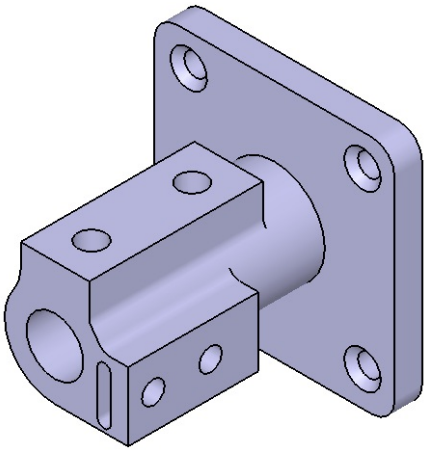
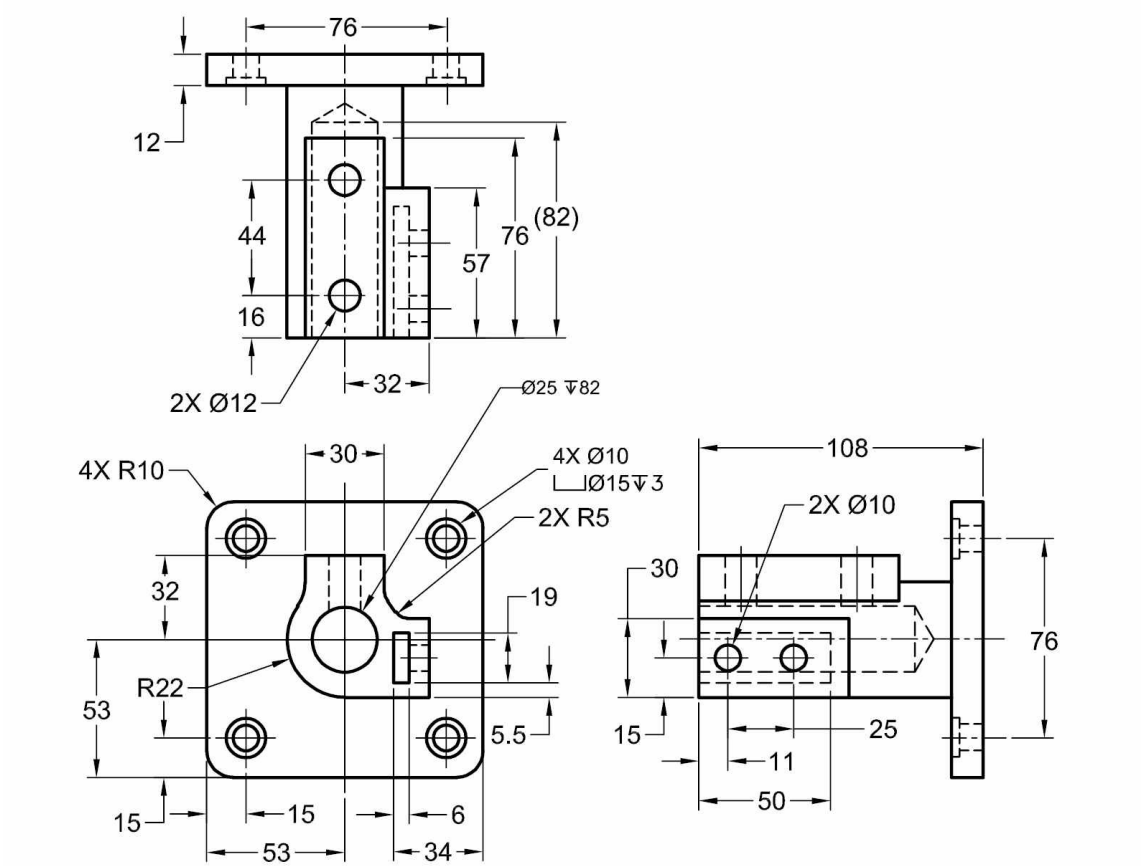
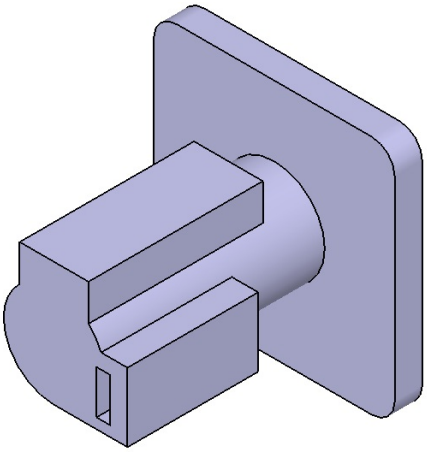
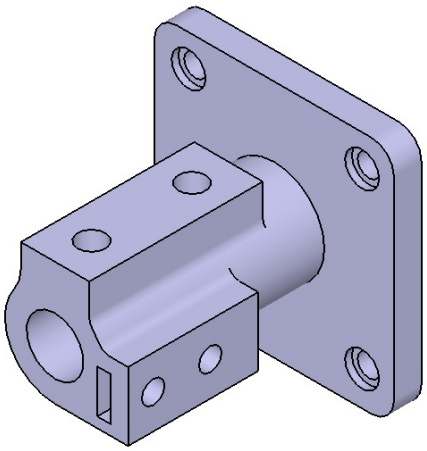

Figure 7-51 *Final edited model*
Figure 7-52 *Views and dimensions of the model for Tutorial 3*
Figure 7-56 *Model after creating the fourth and fifth features*
Figure 7-57 *The final model after creating all features*
Figure 7-51 shows the edited model. The views and dimensions of the model to be created are shown in Figure 7-52. (**Expected time: 45 min**)
e. Create the fifth feature by using the **Pocket** tool, refer to Figure 7-56.
f. Create the holes using the **Hole** tool and fillet the required edges, refer to Figure 7-57.
3. Draw the sketch using the **Centered Rectangle** tool and fillet the corners of the rectangle by using the **Corner** tool. Refer to Figure 7-52 for dimensions.
2. Draw the sketch of the second feature. The sketch consists of a circular profile, refer to Figure 7-52 for dimensions.
2. Draw the sketch of the third feature, refer to Figure 7-52 for dimensions.
5. Create the fifth feature of the model by using the **Pocket** tool. Refer to Figure 7-52 for dimensions. The model after creating the fourth and fifth features is shown in Figure 7-56.
1. Create four counterbore holes on the base feature and two holes each on the third and fourth features, as shown in Figure 7-57. Refer to Figure 7-52 for dimensions.
2. Add three fillets having radius value as 5 to the model, refer to Figure 7-57.
The final model after creating all the features is shown in Figure 7-57.